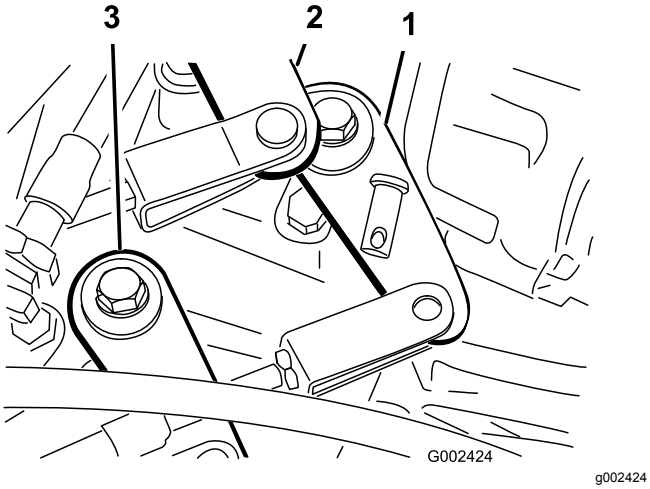

Figur 53
2. Fjern gaffelboltene, der fastgør gearkablerne til gearkassens gearme (Figur 53).
1. Fjern gaffelboltene, der fastgør kablet til højt-lavt hastighedsområde til gearkassen (Figur 53).